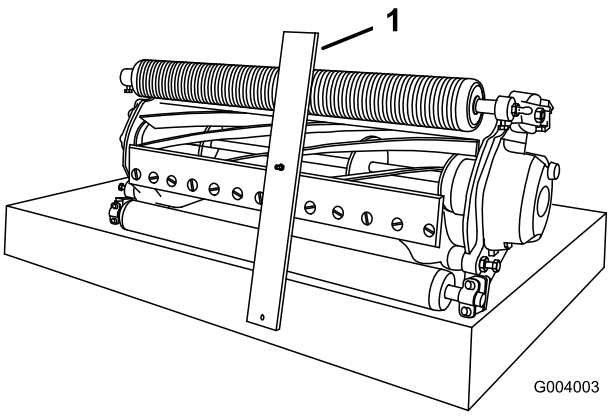

Figura 16
3. Enganche la cabeza del tornillo sobre el filo de la contracuchilla y apoye el extremo trasero de la barra sobre el rodillo trasero (Figura 16).